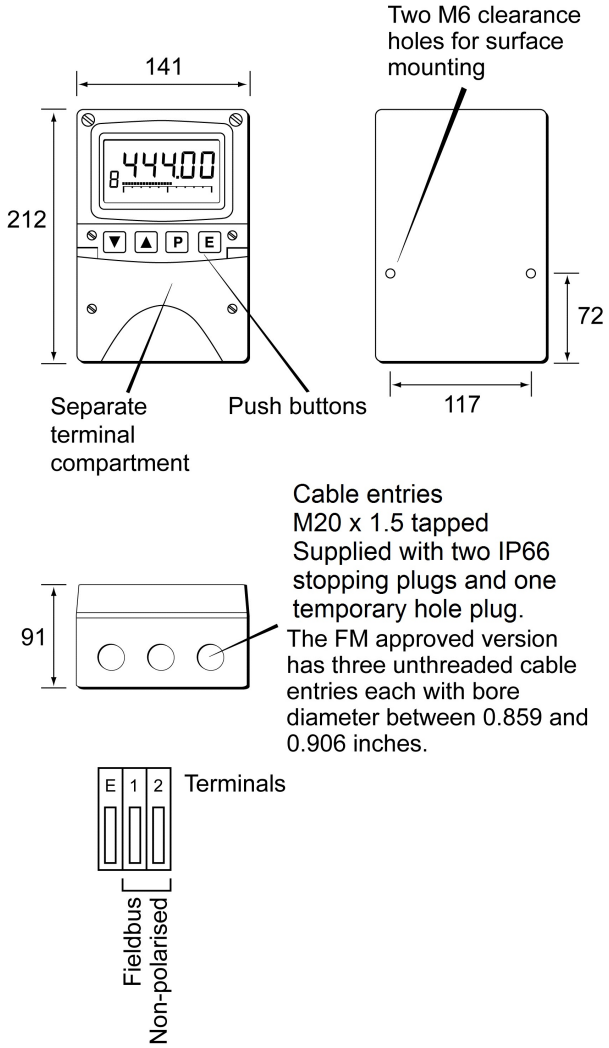

Fig 3 Dimensions and terminal connections
d. Connect the field wiring to the terminals as shown in Fig 3.